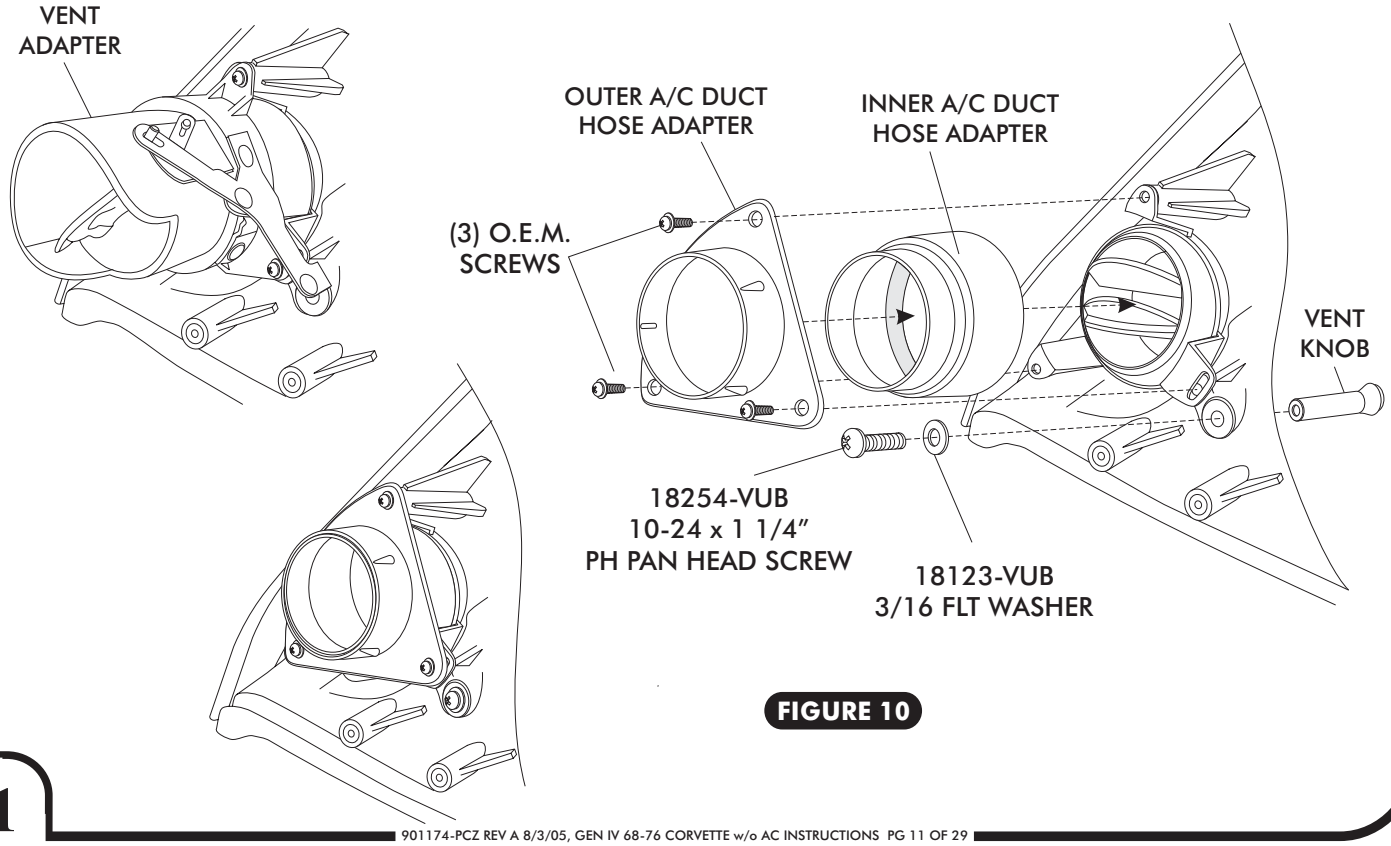

FIGURE 10
- ☐ REMOVE THE PASSENGER AND DRIVER SIDE VENT ADAPTERS (DISCARD) AS SHOWN IN FIGURE 10 BELOW. ***NOTE: RETAIN MOUNTING HARDWARE.***
- ☐ INSTALL THE INNER AND OUTER A/C DUCT HOSE ADAPTERS AS SHOWN IN FIGURE 10 BELOW. USE O.E.M. SCREWS TO SECURE ADAPTERS TO DASH.
- ☐ INSTALL THE VENT KNOB AS SHOWN USING A 10-24 x 1 1/4" PH PAN HEAD SCREW AND 3/16" FLAT WASHER. ***NOTE: THE PASSENGER SIDE INSTALLATION IS SHOWN BELOW IN FIGURE 10, REPEAT THE SAME STEPS FOR THE DRIVER SIDE INSTALLATION.***